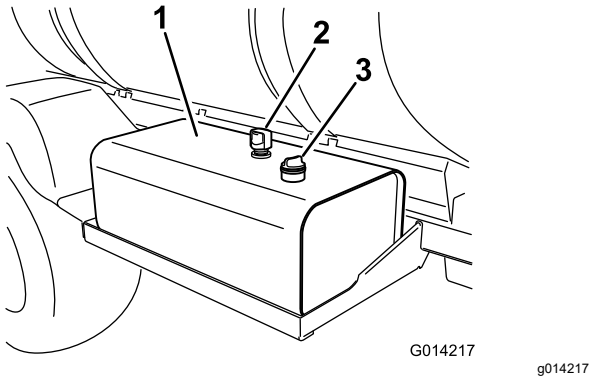

**Figur 107**
2. Rengör området runt hydraulvätsketankens oljestickslock och ta bort locket (Figur 107).